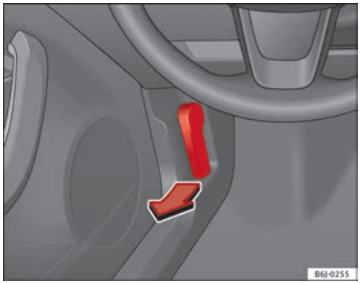

Fig. 133 Bonnet opening lever
– To release the bonnet, pull the lever under the dash panel ⇒ Fig. 133 in the direction indicated (arrow). The bonnet will be released by a spring action ⇒ ⚠.